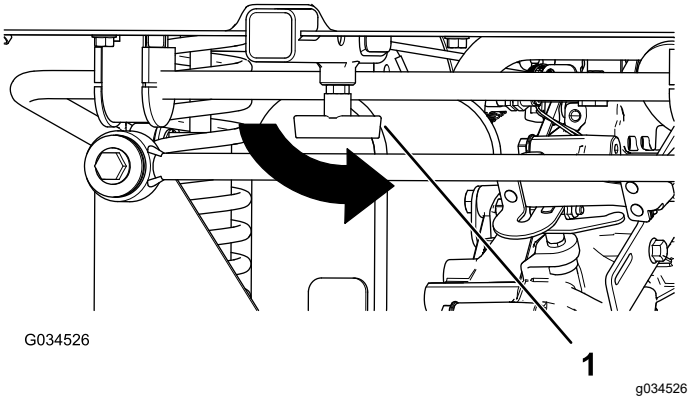

Rysunek 20
4. Dokręć uchwyt „T”, obracając go przeciwnie do ruchu wskazówek zegara (Rysunek 20).